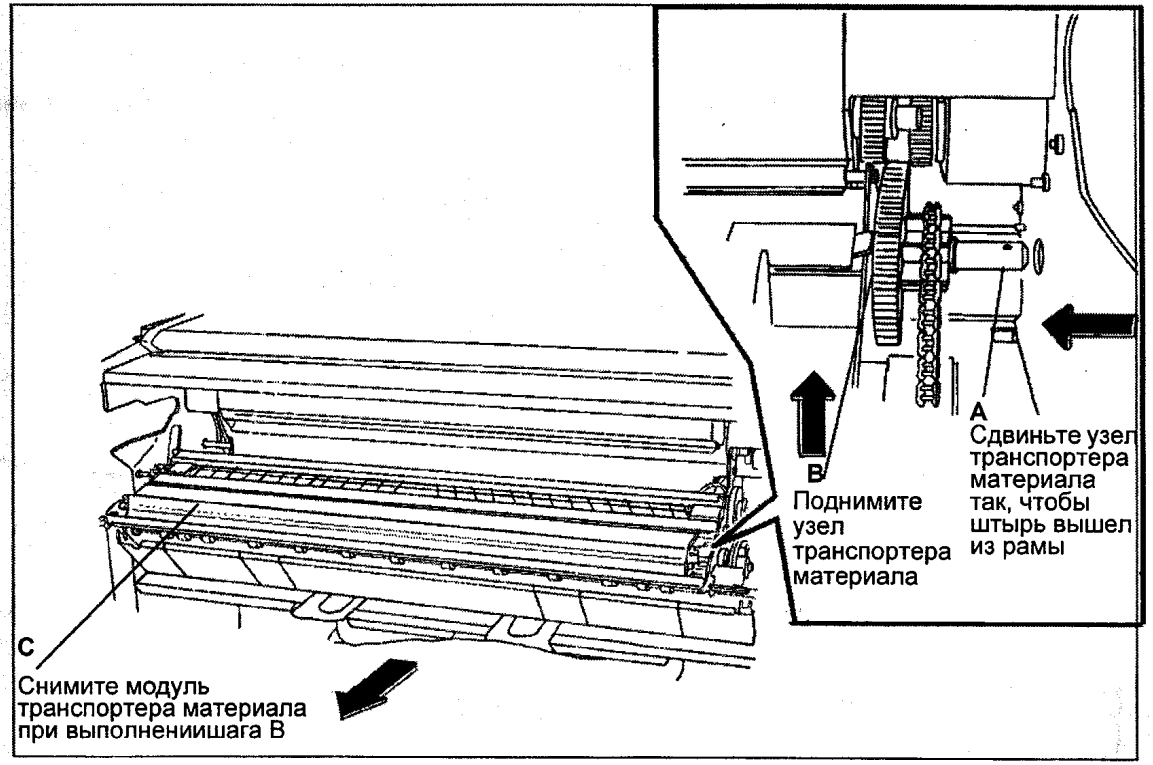

Рис. 4 Снятие узла транспортера материала
6. (РИС. 4): СНИМИТЕ УЗЕЛ ТРАНСПОРТЕРА МАТЕРИАЛА.